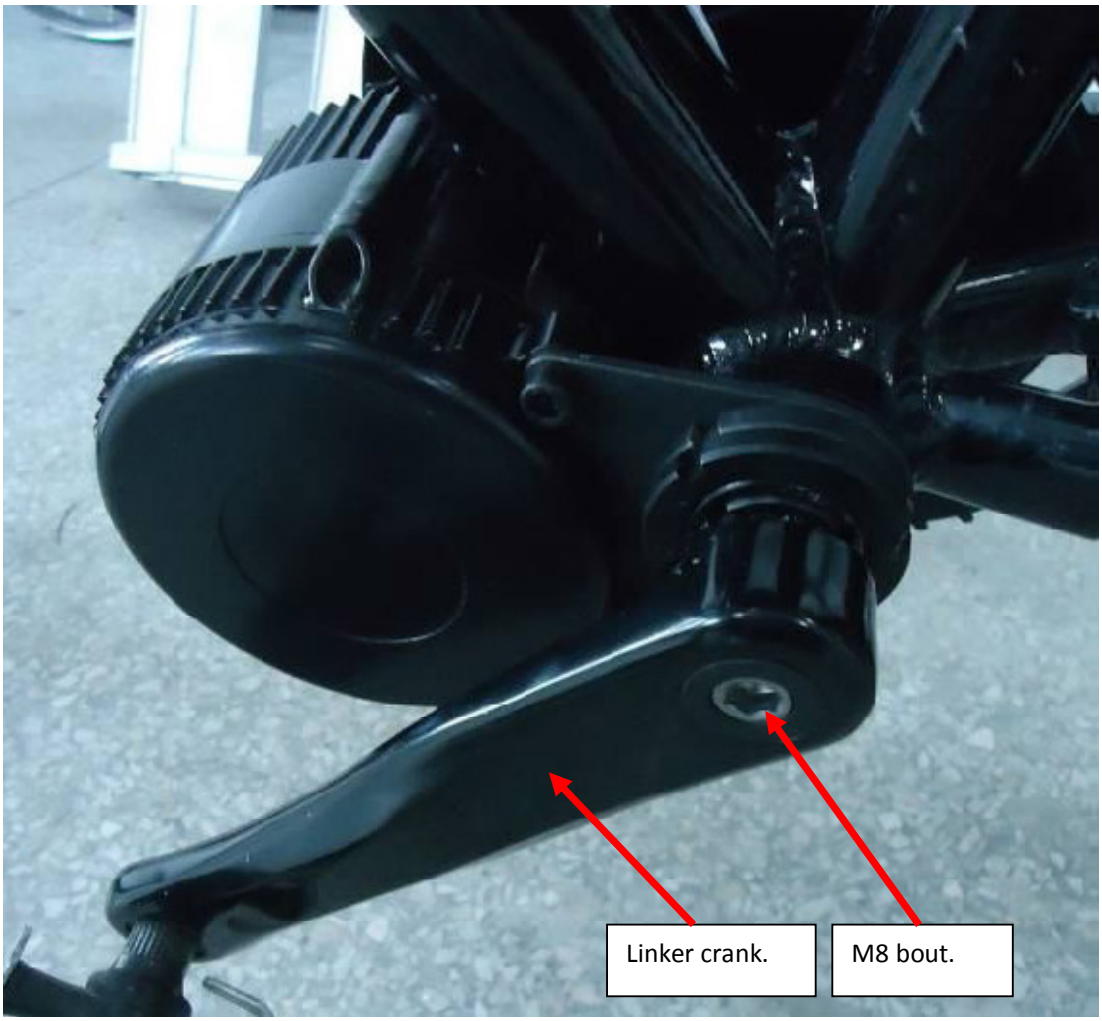

Afbeelding 8:
7. Bevestig de linker crank op de fiets en zet deze vast met een M8 inbusbout. Aandraaimoment: 35 - 40Nm (zie afbeelding 8)